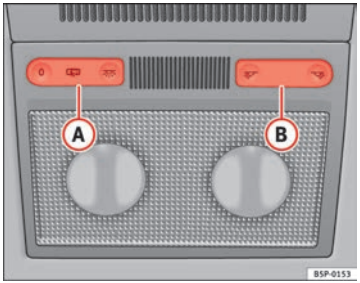
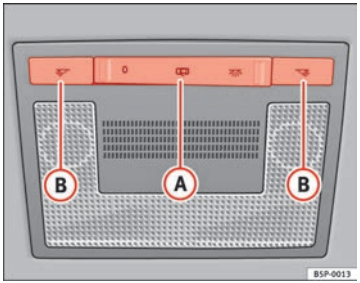

Fig. 80 Interior roof trim: front reading lights, type 1
Fig. 81 Interior roof trim: front reading lights, type 2
Press the corresponding button ⇒ Fig. 80 (B) and ⇒ Fig. 81 (B) to switch on the reading light.